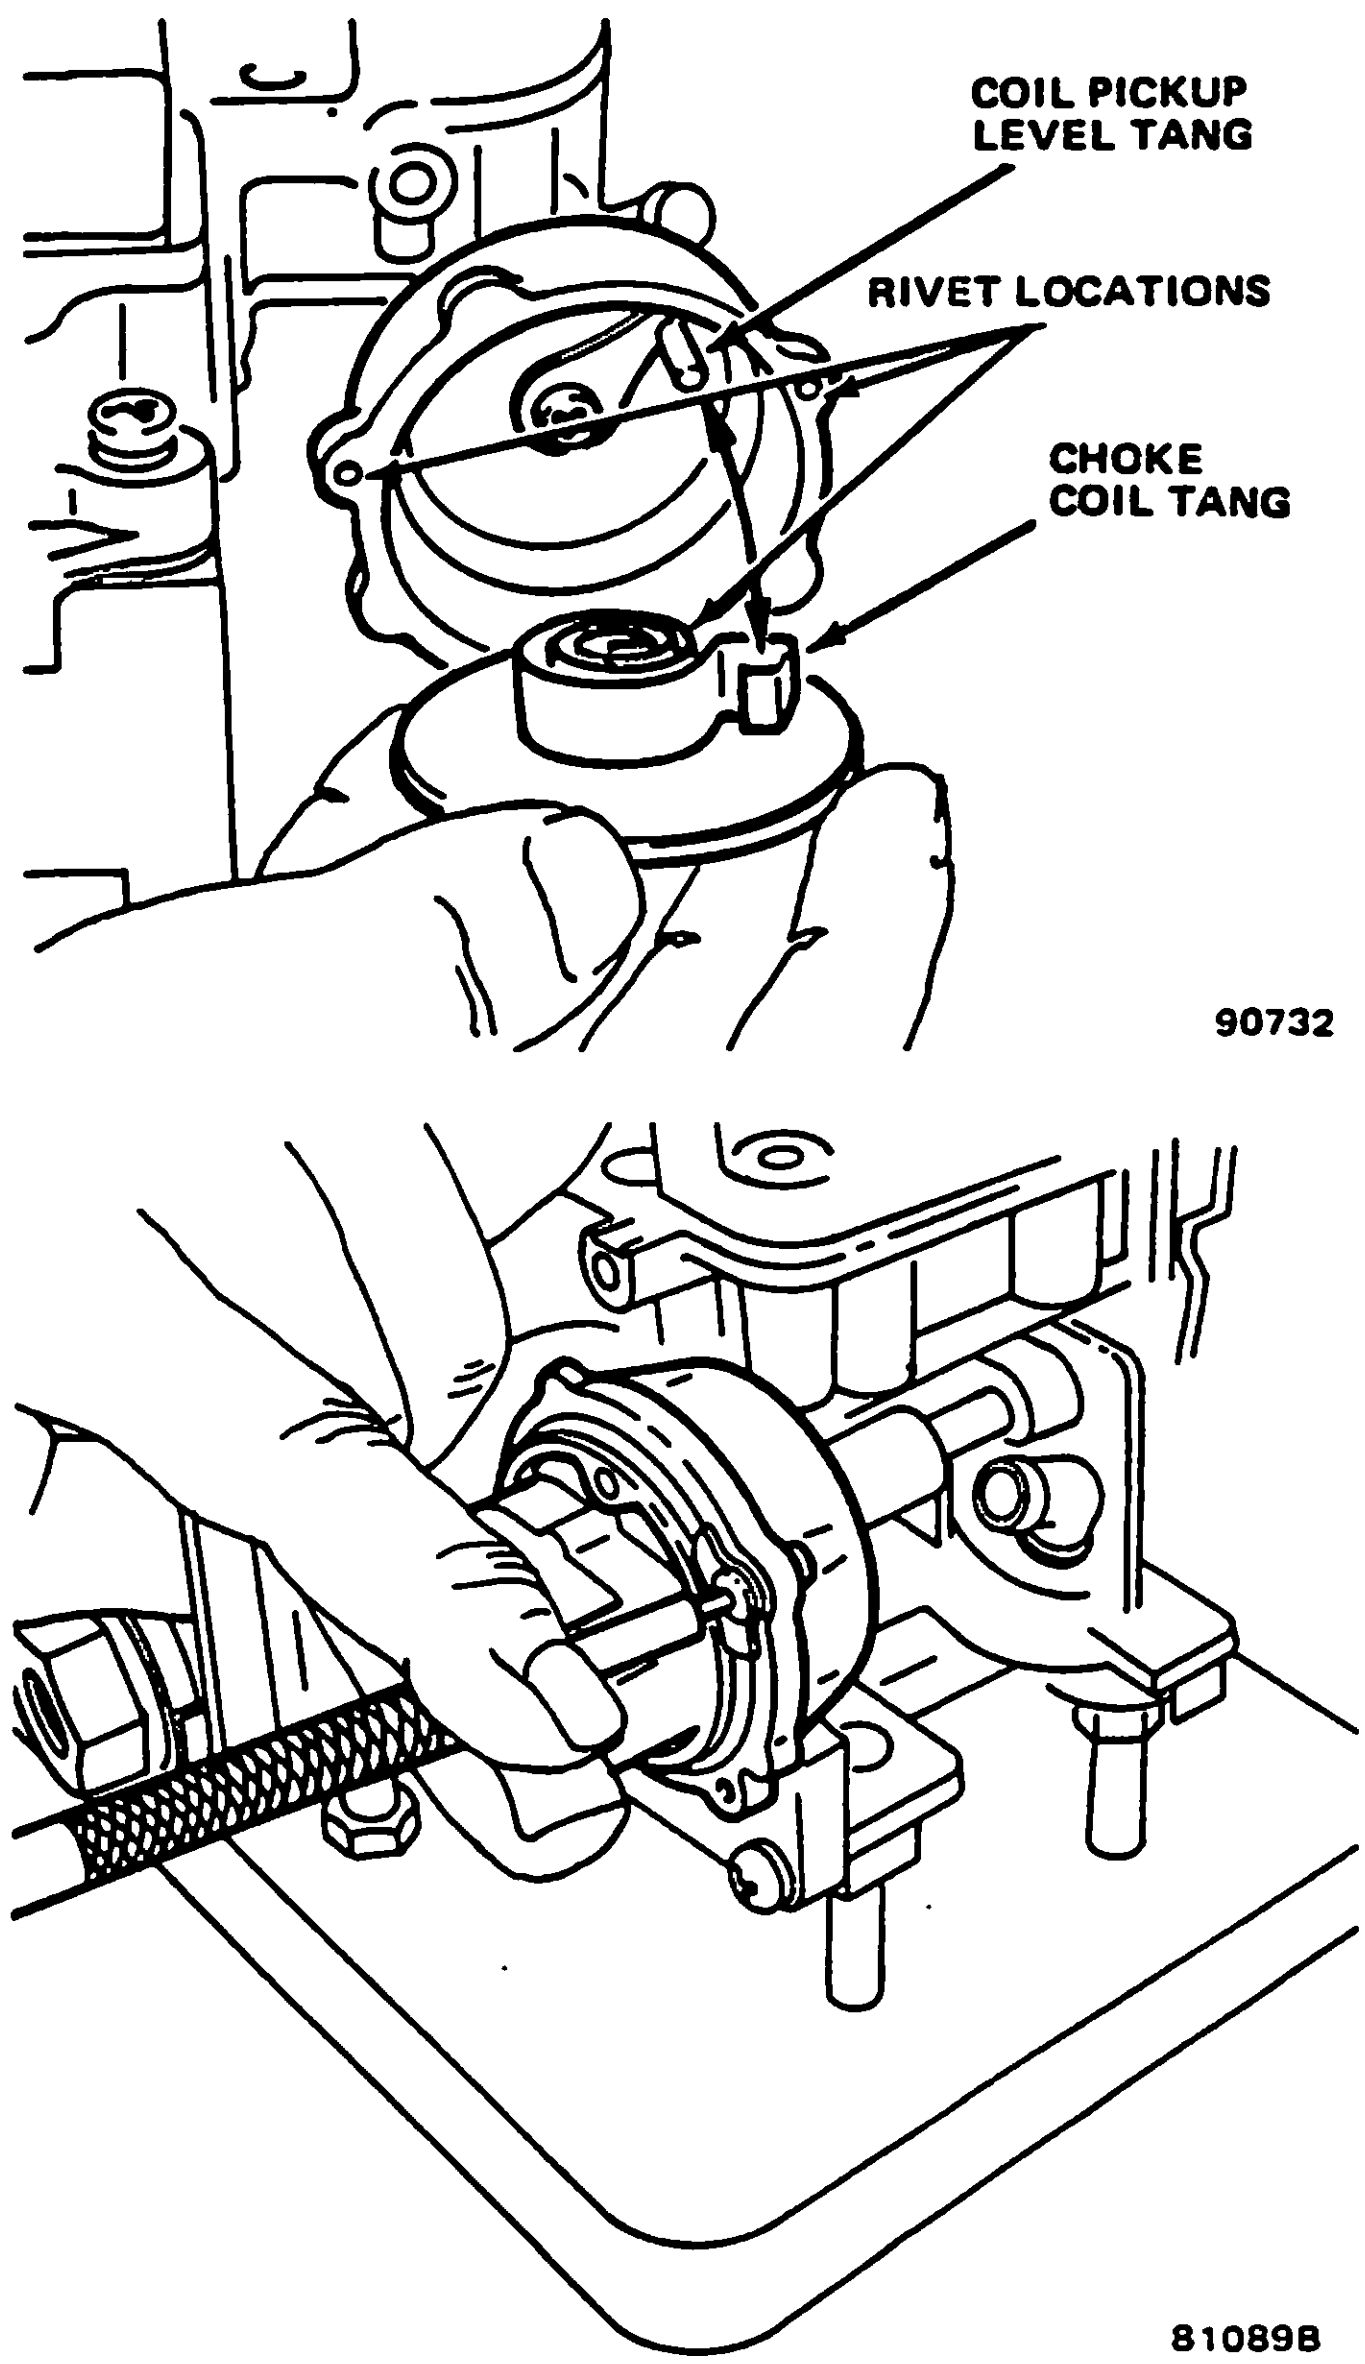

Fig. 1J-87 Carburetor Model E2SE—Choke Coil and Cover Installation
(14) Install pump discharge steel check valve ball and spring in passage next to float chamber. Insert end of replacement plastic retainer into end of spring and install retainer in float bowl. Tap lightly in place until top of retainer is flush with bowl casting surface.
(15) Using Tool J-22769 or a screwdriver that fully fits slot in top, install extended main metering jet into bottom of float chamber. Tighten jet securely.
(16) Install inlet needle seat assembly, with gasket, using Seat Installer Tool J-22769 (fig. 1J-74).
(17) For easier adjustment, carefully bend float arm upward at notch in arm before assembly.